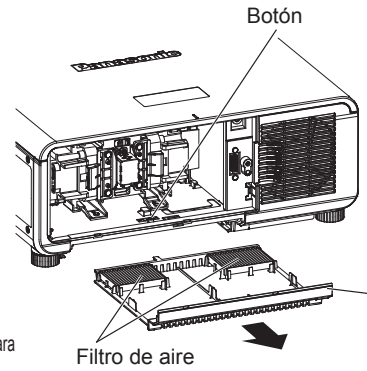

Figura 2
2) Extraiga la caja del filtro de aire. (Figura 2)